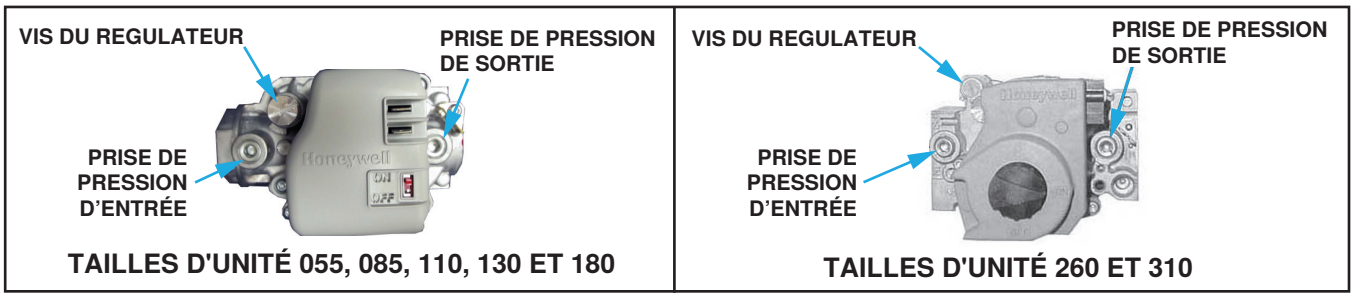

**Figure 28. Vannes à gaz combinées**
6. Branchez le manomètre dans la prise de pression de sortie de la valve (voir **Figure 28**).
9. Si la lecture du manomètre indique que la pression de sortie de la valve n'est pas conforme au **Tableau 23**, retirez le capuchon de la ou des vis du régulateur (voir **Figure 28**) et ajustez la pression en tournant la vis du régulateur vers l'intérieur (sens des aiguilles d'une montre) pour augmenter la pression ou vers l'extérieur (sens contraire aux aiguilles d'une montre) pour réduire la pression.
4. Branchez le manomètre dans la prise de pression de sortie de la valve (voir **Figure 28**).
6. Enlevez le capuchon de la vis du régulateur (voir **Figure 28**) et ajustez la pression conformément au **Tableau 23** en tournant la vis du régulateur vers l'intérieur (sens des aiguilles d'une montre) pour augmenter la pression ou vers l'extérieur (sens contraire aux aiguilles d'une montre) pour réduire la pression.
10. Branchez le manomètre sur la prise de pression d'entrée (voir **Figure 28**). Pendant que l'appareil de chauffage fonctionne, mesurez la pression d'entrée, qui devrait être entre 5 et 13.5 PO CE pour le gaz naturel ou entre 11 et 13.5 PO CE pour le propane.